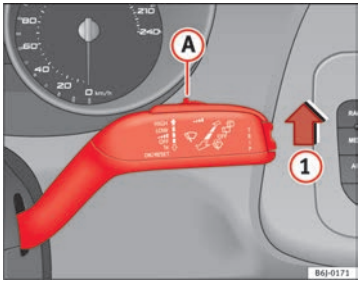

Fig. 65 Windscreen wiper lever
– Move the windscreen wiper lever into position (1) ⇒ fig. 65.
– Move the control (A) to the left or right to set the sensitivity of the rain sensor. Control to the right: highly sensitive. Control to the left: less sensitive.